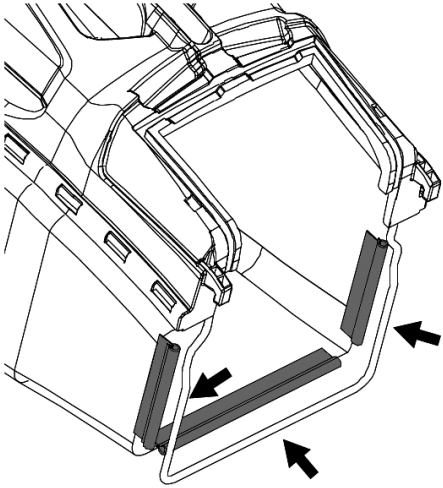

**Рис. 7 Крепление нижней части травосборника**
7. Закрепите нижнюю часть травосборника. Для этого защёлкните зацепы на рамке травосборника (Рис. 7).